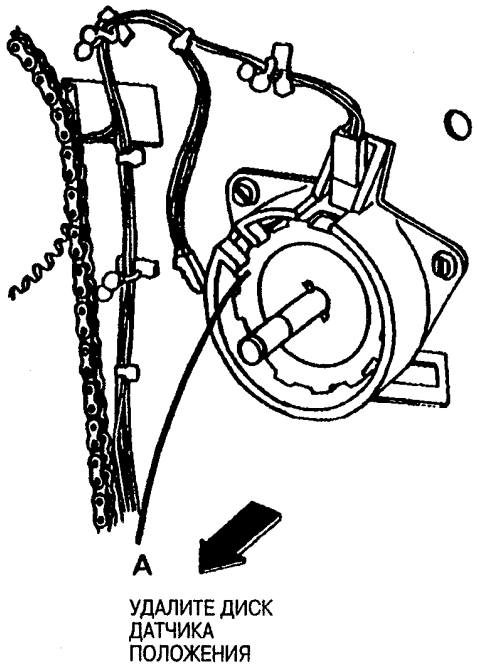

Рис. 1. Удалите датчик положения
4. Рис. 1: Удалите диск датчика положения.